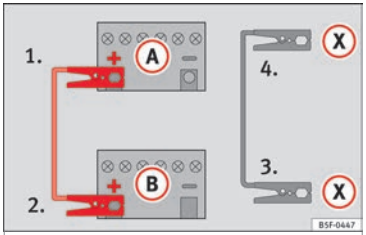

Fig. 130 Diagram of connections for vehicles with Start Stop system
– **For vehicles with Start-Stop system:** connect one end of the *black* jump lead (X) to a suitable ground terminal, to a solid piece of metal in the engine block, or to the engine block itself ››› **Fig. 130**.
5. Connect the other end of the *black* jump lead (X) to a solid metal component bolted to the engine block or to the engine block itself of the vehicle with the flat battery. Do not connect it to a point near the battery (A).